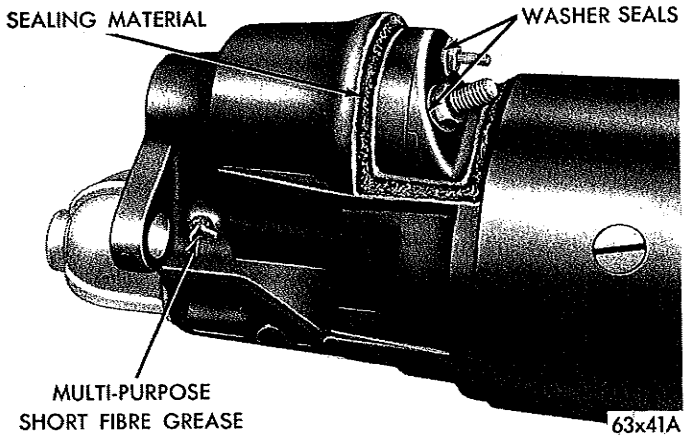

***Fig. 26—Sealing Brush Holder Plate***
(21) Install thrust washer (fiber) and washer (steel) on armature shaft.
(22) Position starter end head assembly and install starter frame lockwashers and through bolts. Tighten through bolts securely.
(23) Clean area at the joint between brush holder plate to field frame and gear housing mating joint. Apply a bead of brush plate sealer Part NO. 2421847 or equivalent around the four sides of the joint (Fig. 26).